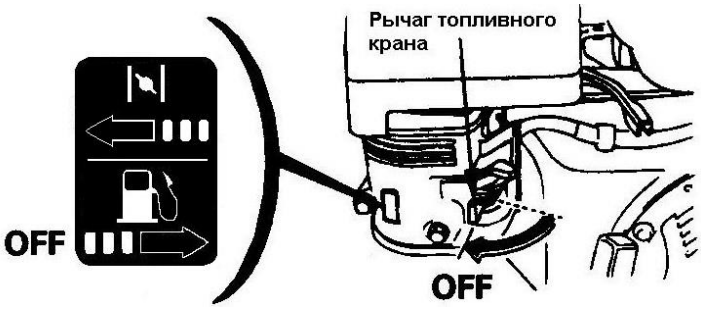

Рисунок 12 – Рычаг топливного крана в положении "OFF" ("Выключено")
- поверните рычаг топливного крана в положение "OFF" ("Выключено") (рисунок 12).